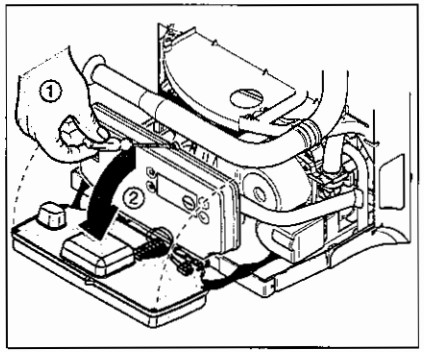

afb. 17 DBA naar voren kantelen
- Draai de kopschroef op de DBA los en kantel de DBA naar voren (afb. 17).